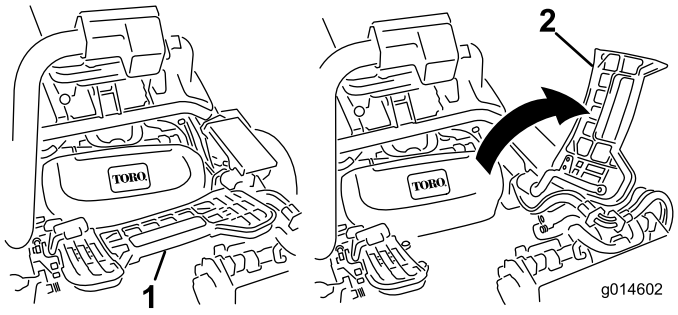

**Figur 10**
3. Hvis du skal montere den midterste klippeenhed, skal du hæve fodstøtten og vippe den op, så du får adgang til den midterste klippeenheds position (Figur 10).